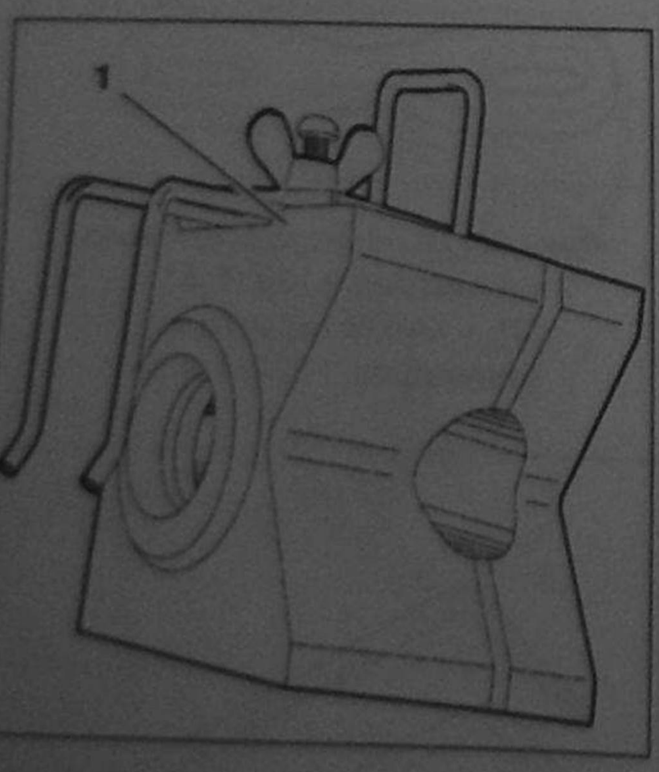
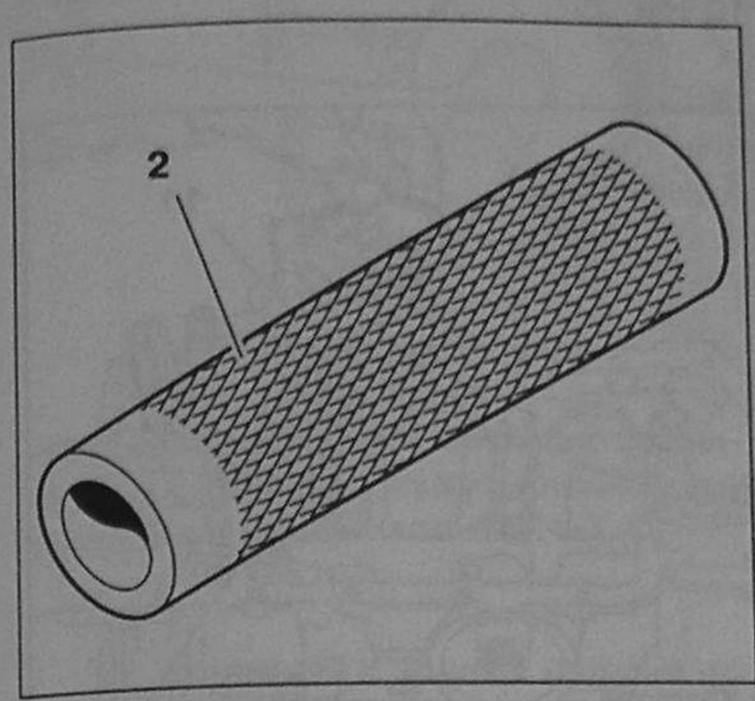

Рис. 4.122. Упор – прижим для разборки-сборки шатунно-поршневой группы 6021-Т. [1].
Рис. 4.129.
Удалите поршневой палец из поршня и шатуна при помощи упора – прижима для разборки-сборки шатунно-поршневой группы 6021-T. [1] (рис. 4.122) и оправки для сборки шатунно-поршневой группы 4510-T.C. [2] (рис. 4.129).
46. Установите фиксатор маховика (коленчатого вала) 4507-T.L. (рис. 4.129).